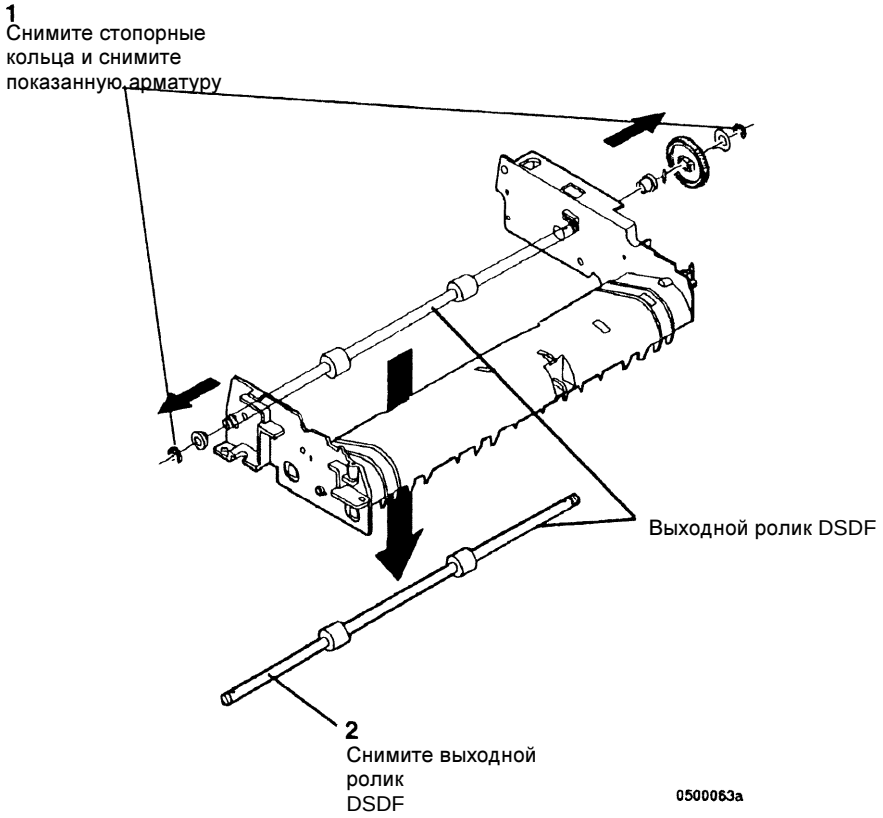

Рисунок 3 Снятие выходного ролика DSDF
7. (Рисунок 3): Снимите выходной ролик DSDF